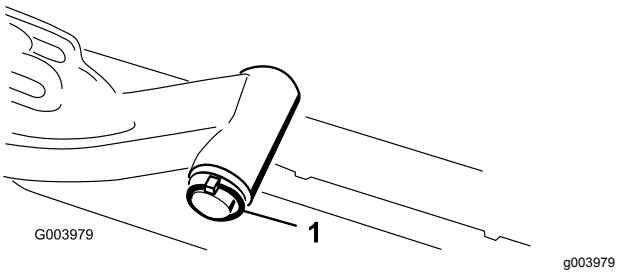

Figuur 9
A. Verwijder de lynchpen en de ring waarmee de draaiende as van de hefarm bevestigd is aan de hefarm en schuif de draaiende as van de hefarm uit de hefarm (Figuur 9).
C. Steek de as van de hefarm in de hefarm en zet deze vast met de ring en de lynchpen (Figuur 9).